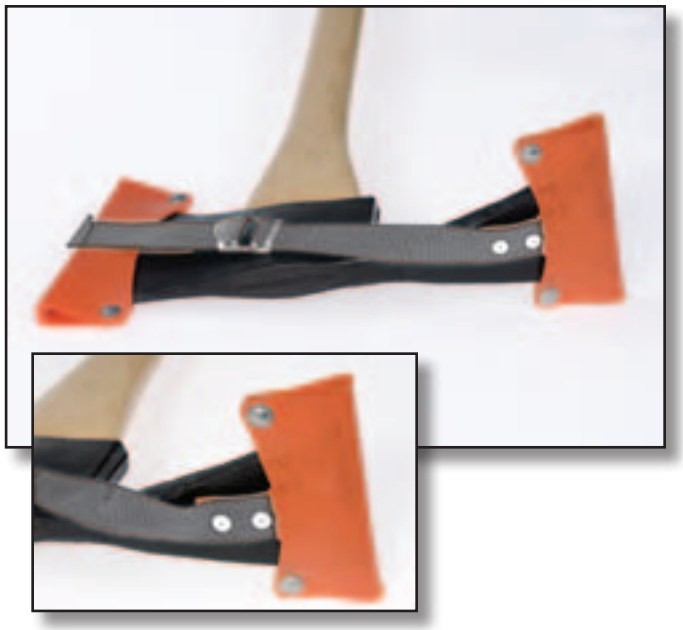

Figure 4—Rivet (inset) the 1-inch-wide webbing to the plastic strap.
C. Rivet 1-inch-wide webbing to the remaining 2 inches of the plastic strap using 1/8-inch blind rivets (figure 4). Sew a metal buckle to one end of the webbing.